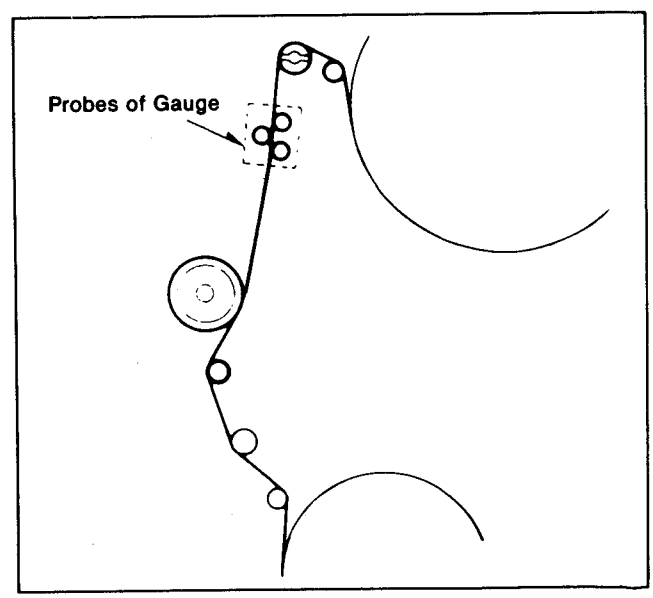

Figure M31 Measurement of Back Tension
3. Insert tension meter over the tape and take a reading. (Figure M31)